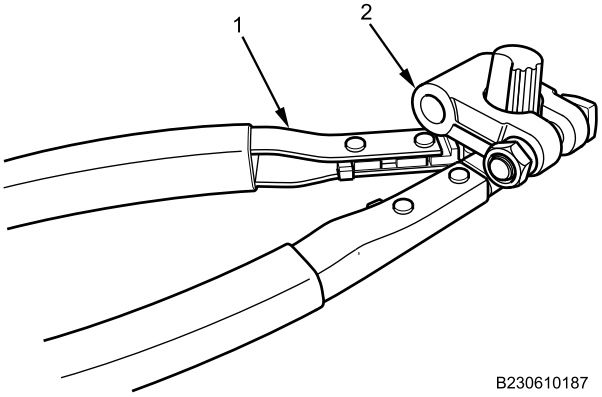

Figure 5. Battery Clamp Spreader.
1. Test-fit battery stud adapter terminal clamp (Figure 5, Item 2) on battery terminal. If necessary, enlarge clamp with battery clamp spreader (Figure 5, Item 1) to attain proper fit.